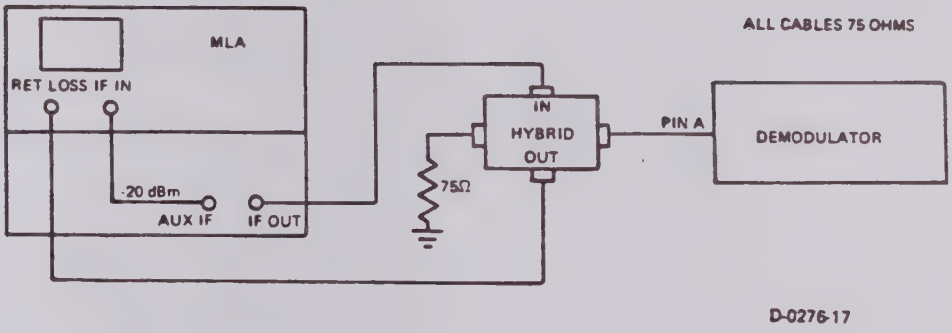

Figure 1. Input Return Loss Setup
a. Set up equipment as shown in figure 1.